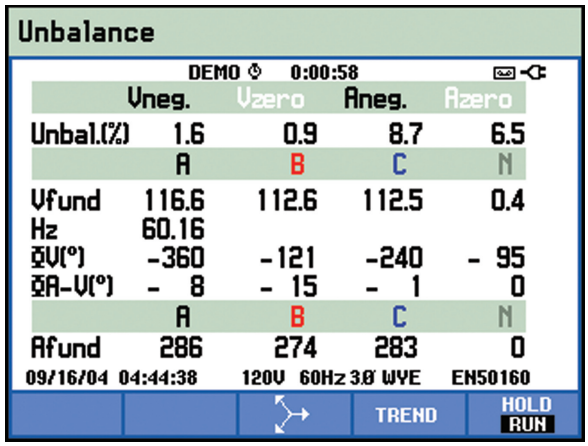

Figura 3. Esta pantalla de desequilibrios muestra los parámetros de desequilibrio de tensión (Vneg y Vzero), así como el desequilibrio de la corriente.
- El desequilibrio se evalúa en porcentajes (consulte la figura 3). La tensión de secuencia negativa (Vneg) y la tensión de secuencia cero (Vzero) juntas identifican cualquier asimetría de tensión entre fases.